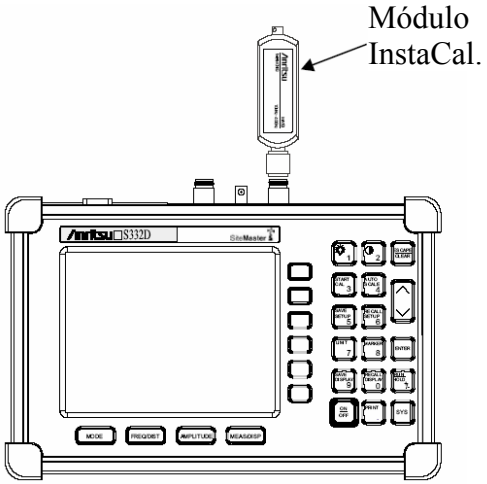

Figura 3-3. Calibración del módulo InstaCal
Paso 4. Conectar el módulo InstaCal al Puerto de RF salida (Figura 3-3).
Paso 3. Conectar el módulo al Puerto de RF salid (Figura 3-3). El Site Master automáticamente coloca la frecuencia de 25MHz a 4000MHz.